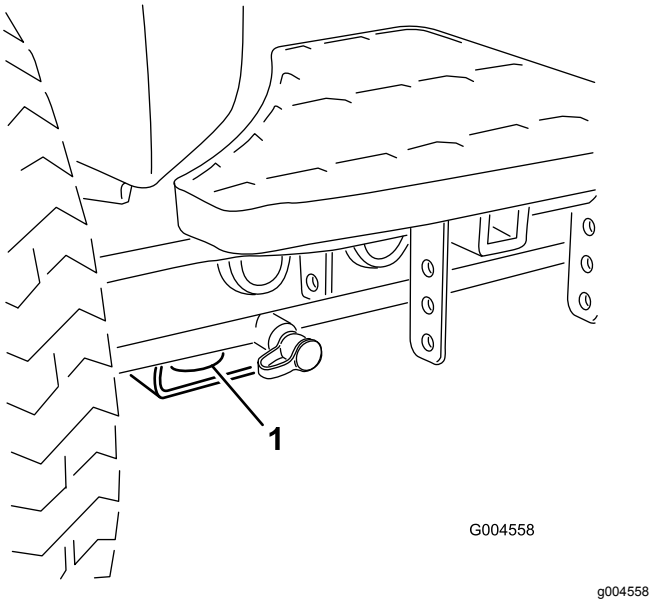

Figur 43
- Fram – hål i det fyrkantiga belägget under axelröret inuti båda framdäcken (Figur 43).